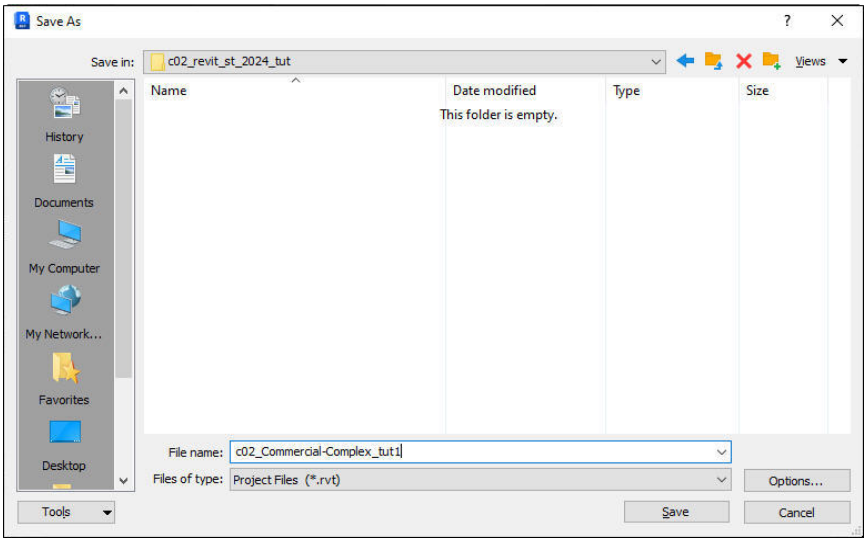

Figure 2-35 *The* ***Save As*** *dialog box*
3. Open the *rst_2024* folder and then create a sub-folder with the name *c02_rst_2024_tut*. Next, open the created folder and save the file with the name *c02_Commercial-Complex_tut1.rvt* (For Imperial), refer to Figure 2-35. For Metric, save the file with the name *M_c02_Commercial-Complex_tut1.rvt* .